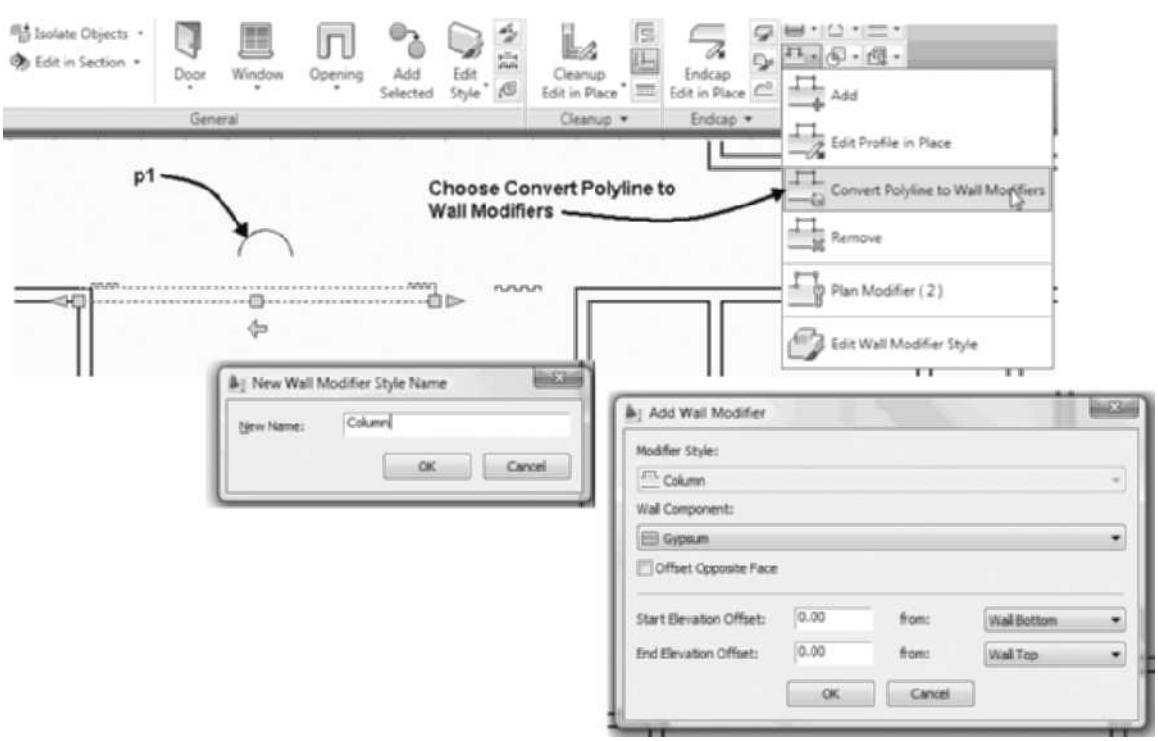

FIGURE 3.86 *Creating a Wall Modifier from Existing Geometry*
14. To create a wall modifier from existing geometry, choose Convert Polyline to Wall Modifiers of the Plan Modifier flyout of the Modify panel in the Wall tab as shown in Figure 3.86. Respond to the following workspace prompts:
Select a polyline: *(Select the arc at **p1** shown in Figure 3.86.)*
15. Type **Column** in the **New Name** field of the **New Wall Modifier Style Name** dialog box shown in Figure 3.86. Click **OK** to dismiss the New Wall Modifier Style Name dialog box.
16. Edit the **Add Wall Modifier** dialog box as shown in Figure 3.86 and click **OK** to dismiss the dialog box.
17. Select the wall modifier placed in the previous step and choose Plan Modifier (3) from the Plan Modifier flyout of the Modify panel to open the **Wall Modifiers** dialog box. The **Column** plan modifier will be moved in the next step by editing the settings in the Wall Modifiers dialog box.